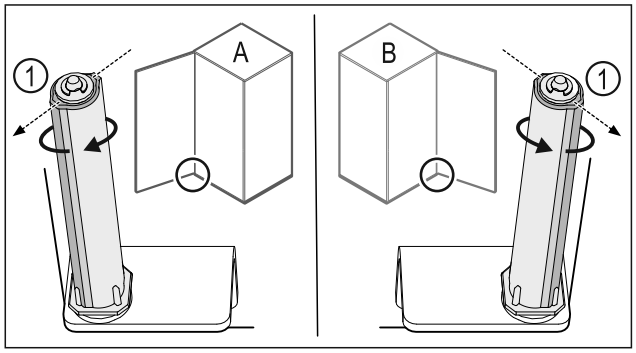

*Fig. 45 Opritorul din stânga (**A**) / opritorul din dreapta (**B**)*
▶ Rotiți sistemul de închidere până la rezistență, până când pragul sistemului de închidere *Fig. 45 (1)* este orientat spre exterior.